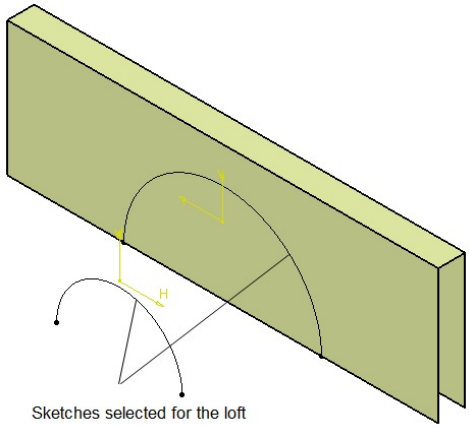
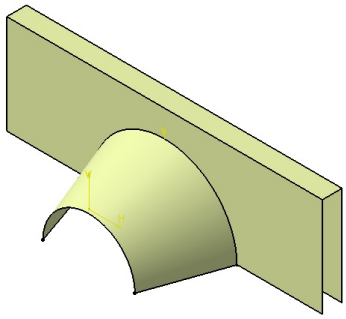

Figure 18-106 *Two sketches selected for multi-sections surface*
Figure 18-107 *Multi-sections surface created*
b. Create the second feature using the **Multi-Sections Surface** tool and mirror it about the yz plane, refer to Figures 18-106 through 18-108.
2. After drawing the two sketches, as shown in Figure 18-106, choose the **Multi-Sections Surface** tool from the **Surfaces** toolbar. Select both of the sketches to create a lofted surface as shown in Figure 18-107.